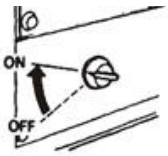

Рис. 53
9.1.1 Перевірте, чи стоїть пусковий перемикач у позиції “ON” (Рис. 53).